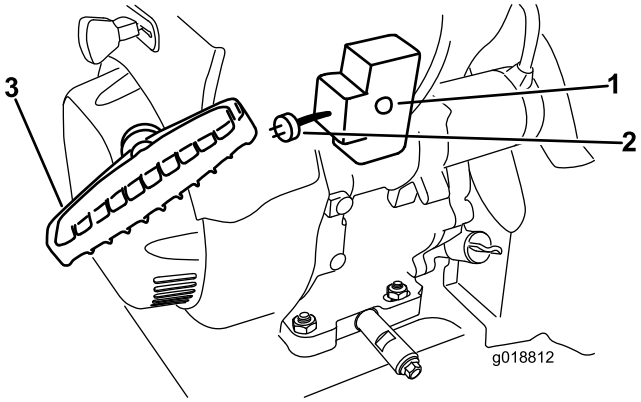

Figur 30
7. Starta maskinen genom att dra i startsnöret eller trycka på knappen till den elektriska startmotorn (Figur 30).